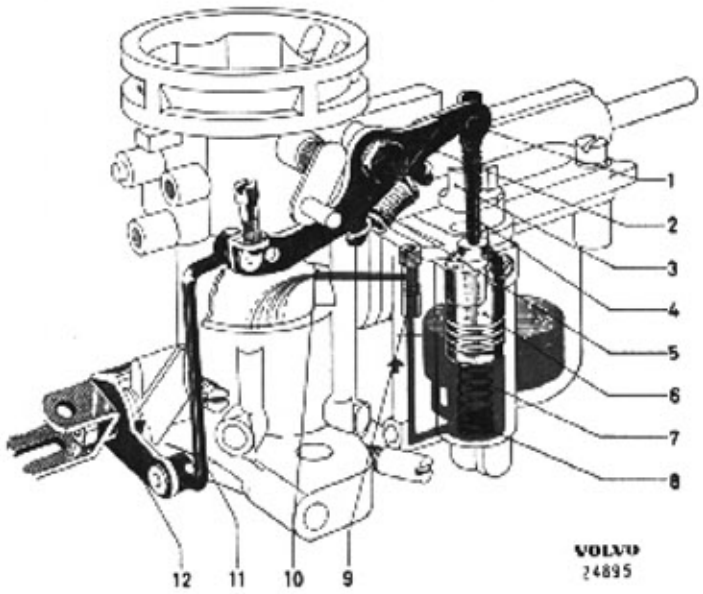

Bild 23-7. Accelerationspump
Pumpkolven (6, bild 23-7), placerad i en cylinder som utformats vid sidan av flottörhuset, påverkas vid nedpressning av en med fjädrande led försedd hävarm. Pumpkolvens slaglängd kan på grund härav lätt varieras genom vridning av en kamförsedd bricka (3), var-